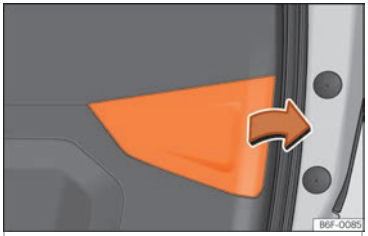

Fig. 59 Porta da bagageira aberta: retirar a tampa.
– Retirar a tampa da porta da bagageira no sentido da seta ››› Fig. 59.